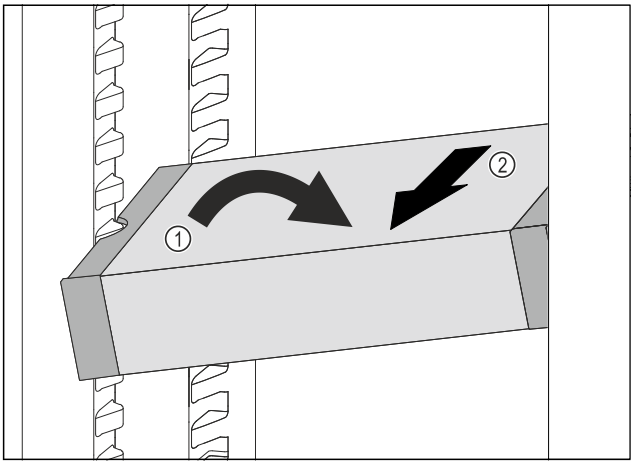

Fig. 173
▶ Poziționați oblic VarioSafe în frigider. *Fig. 173 (1)*
▶ Extrageți VarioSafe spre înainte. *Fig. 173 (2)*